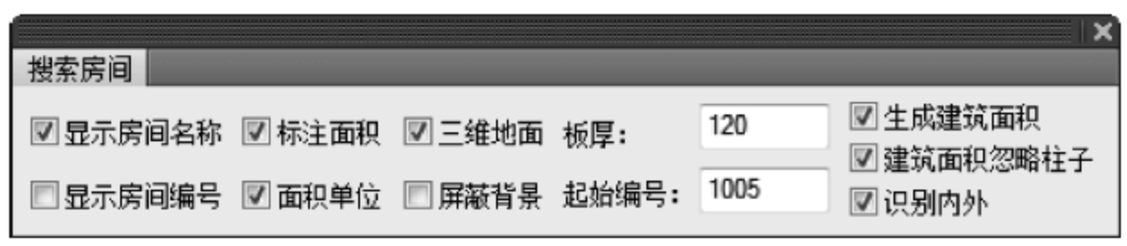

图 9-4　“搜索房间”对话框
(1) 单击“房间屋顶”→“搜索房间”命令，打开“搜索房间”对话框，如图 9-4 所示。命令行提示如下。